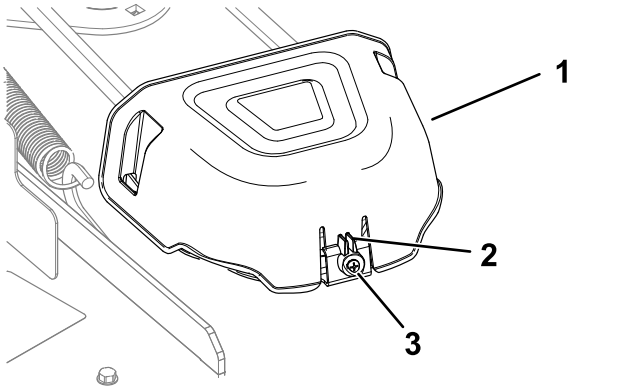

Figura 55
5. Desaperte o parafuso e empurre a patilha na cobertura para remover as coberturas da polia (Figura 55).